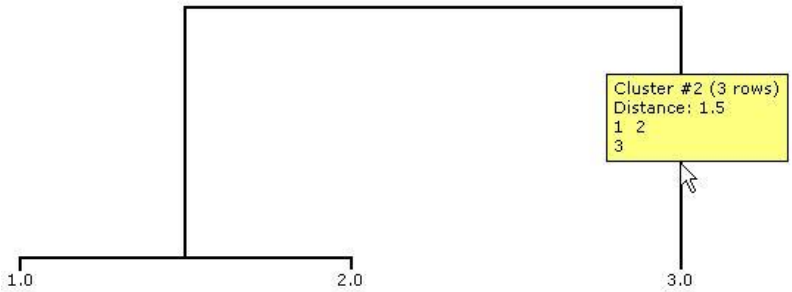

Figure 8.5:Viewing an average linkage
Average linkage: The average distance between all pairs of objects in the two different clusters is used as the measure of distance between the two clusters (Figure 8.5). This method is effective when the objects form natural distinct "clumps," as well as when the data form elongated "chain" type clusters. This method is commonly referred to as "UPGMA", or "un-weighted pair-group method using arithmetic averages" (Sneath & Sokal, 1973). Figure 8.5 shows average linkage on 1, 2, and 3. First, 1 and 2 are combined with a distance of 1. Next, the clusters (1, 2) and (3) are combined with a distance of 1.5 (the distance from 3 to 2 plus the distance from 3 to 1, divided by 2).